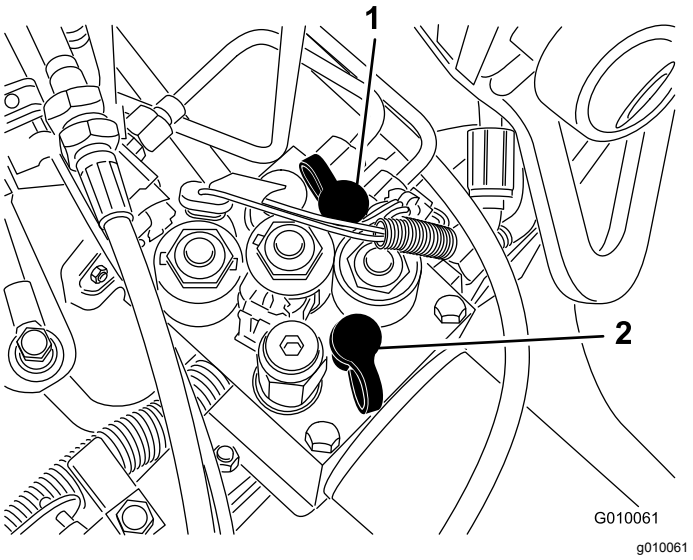

**Figur 61**
- Kontrollport G 2 (Figur 61) används till felsökning av drivladdningskretsen.
- Kontrollport G 1 (Figur 61) används till felsökning av lyftkretstrycket.